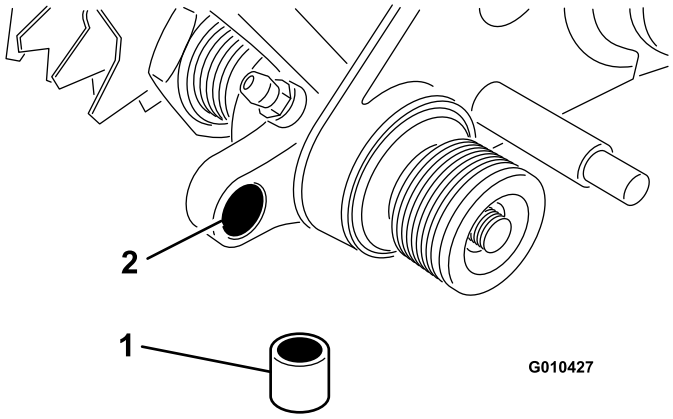

Figuur 13
5. Steek een lagerbus in de opening van de linker aandrijving (Figuur 13).